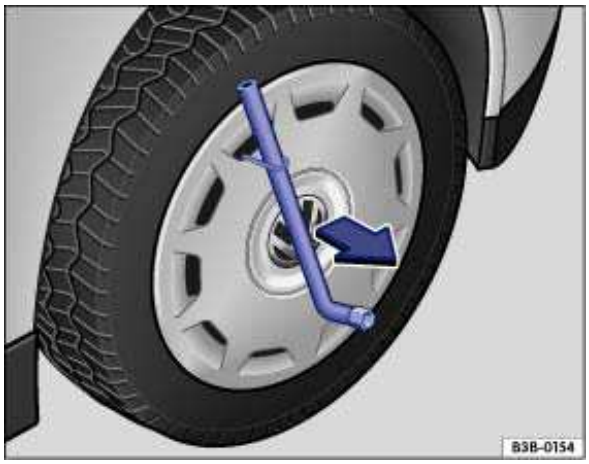

Fig. 161 Pulling the wheel cover off.
- Slide the lug wrench through the clip ⇒ fig. 161 and pull the wheel cover off in the direction of the arrow.